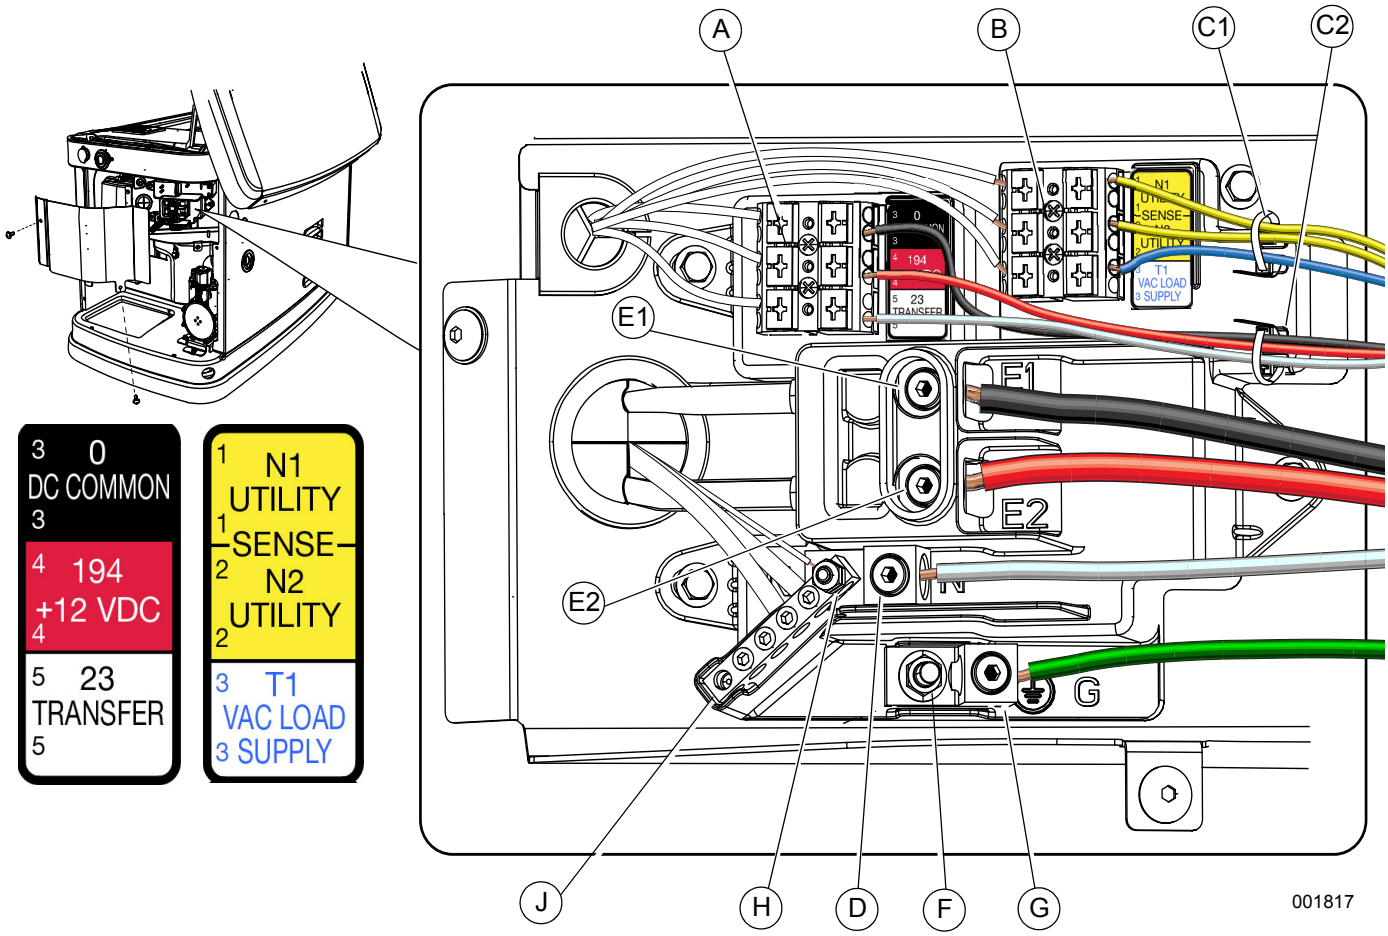

Figure 6-1. I Electrical Wiring Connections
See ***Figure 6-1***. The electrical wiring enclosure is located behind an access panel on the intake end of the unit. Remove the intake side panel as directed in ***Intake Side Panel Removal***, and then remove the access panel. Connect wires according to the diagram and tables.
4. Strip the insulation from the ends of the wires. Do not remove excessive insulation. See ***Figure 6-1***. Route the sense wires through the supplied wire tie (C1), and connect to the sense wire terminal block (B). Push down on the spring loaded connection point with a flat head screwdriver, insert wire, and release.
5. Using the same process, route the control wires through the second supplied wire tie (C2), and connect to the control wire terminal block (A).
2. See ***Figure 6-1***. Loosen the lugs at neutral (D), ground (G), and power wire (mains) terminals (E1, E2).
NOTE: Neutral bonding – For installations that require the neutral to be bonded to the ground, this is done on the customer connections terminals inside the generator. See ***Figure 6-1***. Connect a suitably sized wire from the neutral bar (J) to the ground stud (F). Torque the nut on the ground stud to 35 in-lbs (3.95 Nm). This is normally required when the generator is the source in a separately derived system. It is not required when the generator is a backup source in a utility supplied electrical system with a 2-pole transfer switch. The installation must be made in accordance with NEC Articles 250.30 and 250.35(A) if the generator will be installed as a separately derived system.